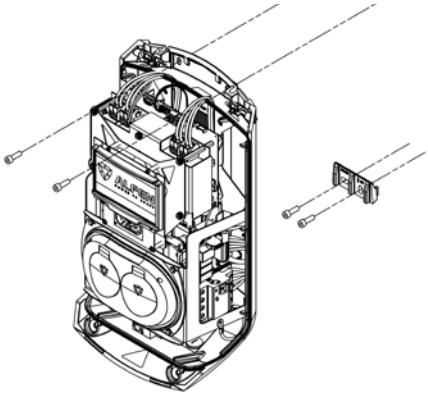

Figuur 4: Wandmontage
2. Bevestig de behuizing aan de bovenkant met twee schroeven (max. diameter 8mm) op de hiervoor bestemde locatie (zie figuur 4).